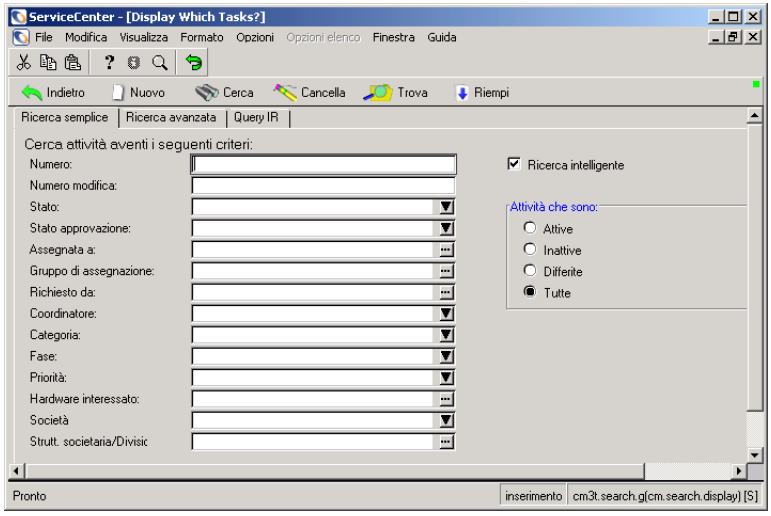

Figura 10-55: Modulo di ricerca attività
3. Fare clic su **Cerca attività** nel menu di Gestione modifiche. Verrà visualizzato il modulo di ricerca attività, come mostrato nella Figura 10-55.
- Immettere i criteri di ricerca in uno o più campi della scheda Ricerca semplice mostrata nella Figura 10-55. Fare clic su **Cerca** o premere **Invio**. Verrà visualizzato un elenco QBE di tutti i record di attività correnti corrispondenti ai criteri selezionati.
3 È possibile selezionare un'attività da aprire dall'elenco o visualizzare il modulo di ricerca attività facendo clic su **Cerca**, come mostrato nella Figura 10-55 a pagina 452.